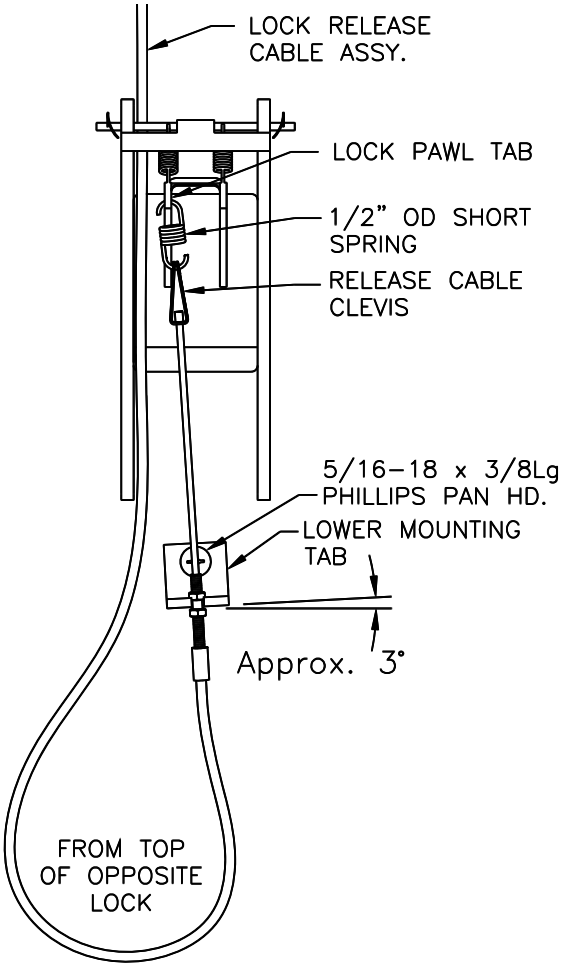

Fig. 18b-Lock Release – Idler Side
52) Attach the Lower Mounting Tab to the idler column using the 5/16-18 x 3/8 long Phillips pan head screw. Rotate slightly to be in-line with connection to lock pawl as shown in **Fig. 18b**.
53) Hook the 1/2" O.D. (short) spring to the left side of the Lock Pawl Tab, collapse the clevis at the end of the lock release cable, and hook the clevis to the bottom of the 1/2" O.D. spring, **Fig. 18b**.